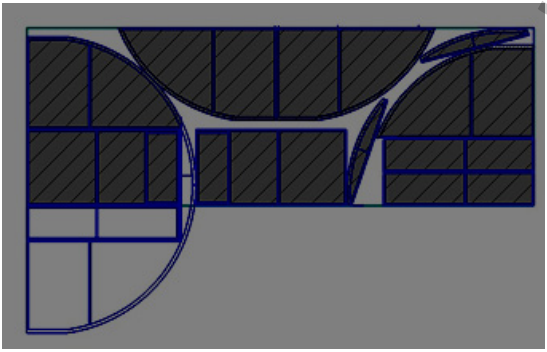

рис. 1
5.1.2. Наложите одну из частей поликарбоната на торец как показано на рис. 1. Соты поликарбоната должны располагаться по вертикали. Выровняйте его со всех сторон и закрепите саморезами по деталям торца. Обрежьте поликарбонат ровно по дуге.